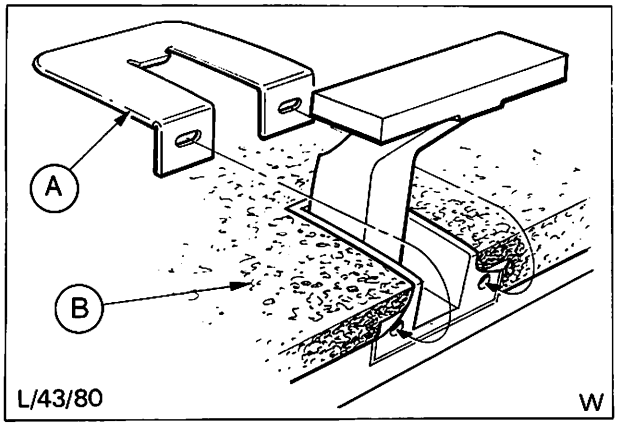

Abb. 7 Dachbezug am Scharnier der Hecktür
20. Scharnierausschnitte wie Abb. 7 aus der Bespannung ausschneiden.